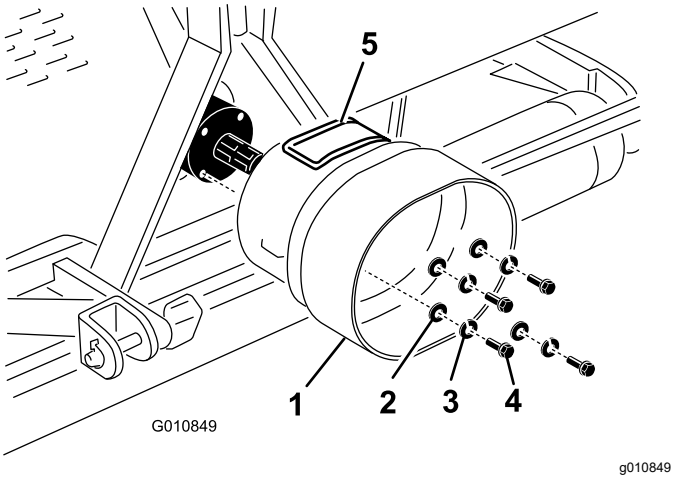

Bild 22
1. Entfernen Sie die vier Schrauben, Sicherungsscheiben und Flachscheiben, die hinten am Aerifizierergetriebe befestigt sind (Bild 22).
2. Befestigen Sie das Zapfwellenschutzblech mit den vorher entfernten Befestigungen am Aerifizierergetriebe (Bild 22).
Richten Sie die Abdeckplatte (Bild 22) des Zapfwellenschutzblechs nach oben oder seitlich aus, abhängig von der Rahmenkonfiguration des Aerifizierers.
Hinweis: Sie können die Abdeckplatte (Bild 22) öffnen, um die Befestigungen der Zapfwellen leichter zu entfernen und zu montieren.